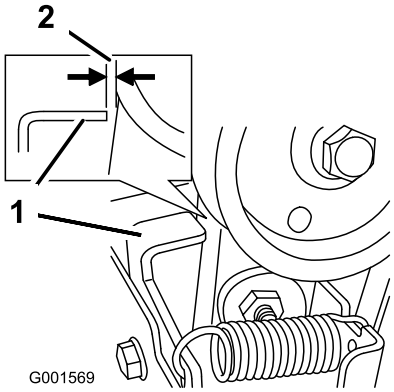

Figura 45
3. Disinnestate la leva della coclea/ventola e verificate che tra il gruppo frizione della coclea e la linguetta vi sia una luce di 1,5 mm (Figura 45).